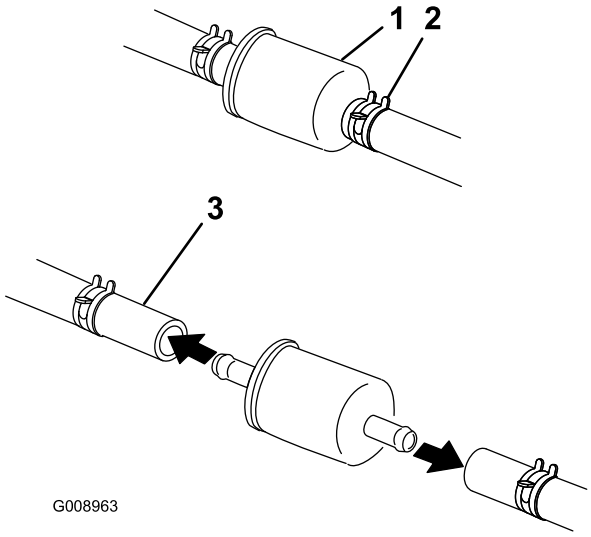

Figur 61
6. Klem slangeklemmernes ender sammen, og skub dem væk fra filteret (Figur 61).
8. Monter et nyt filter, og flyt slangeklemmerne hen til filteret (Figur 61).